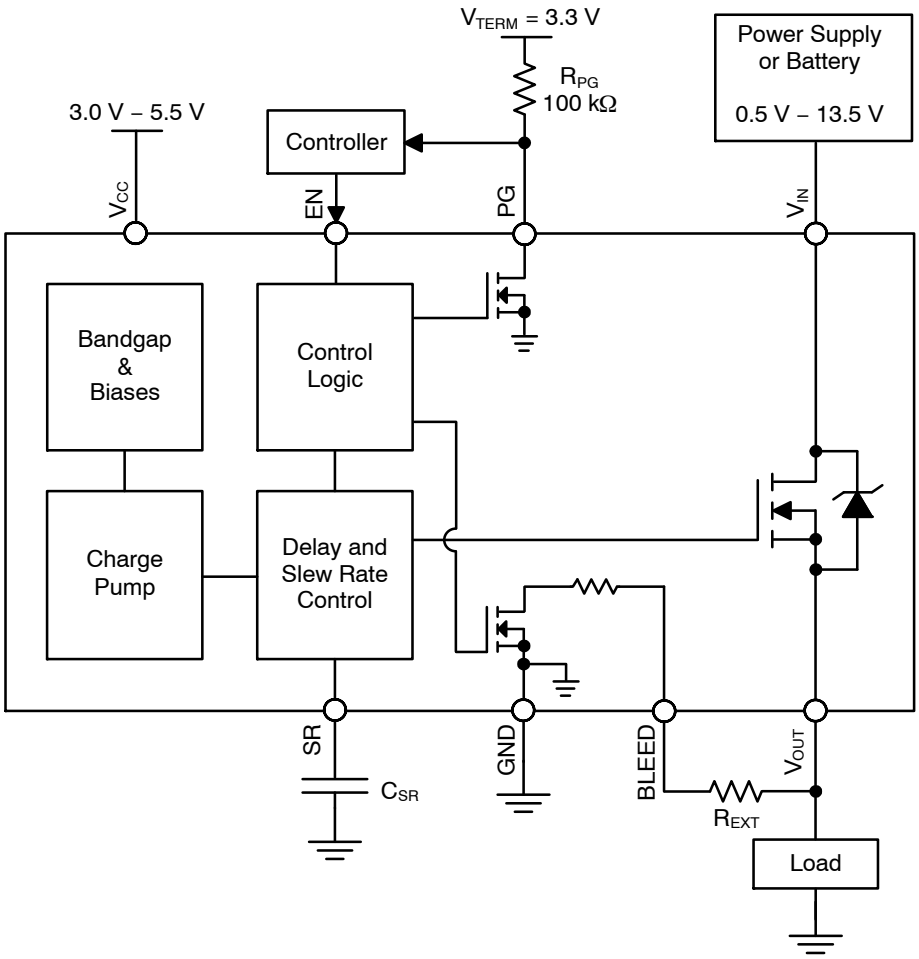
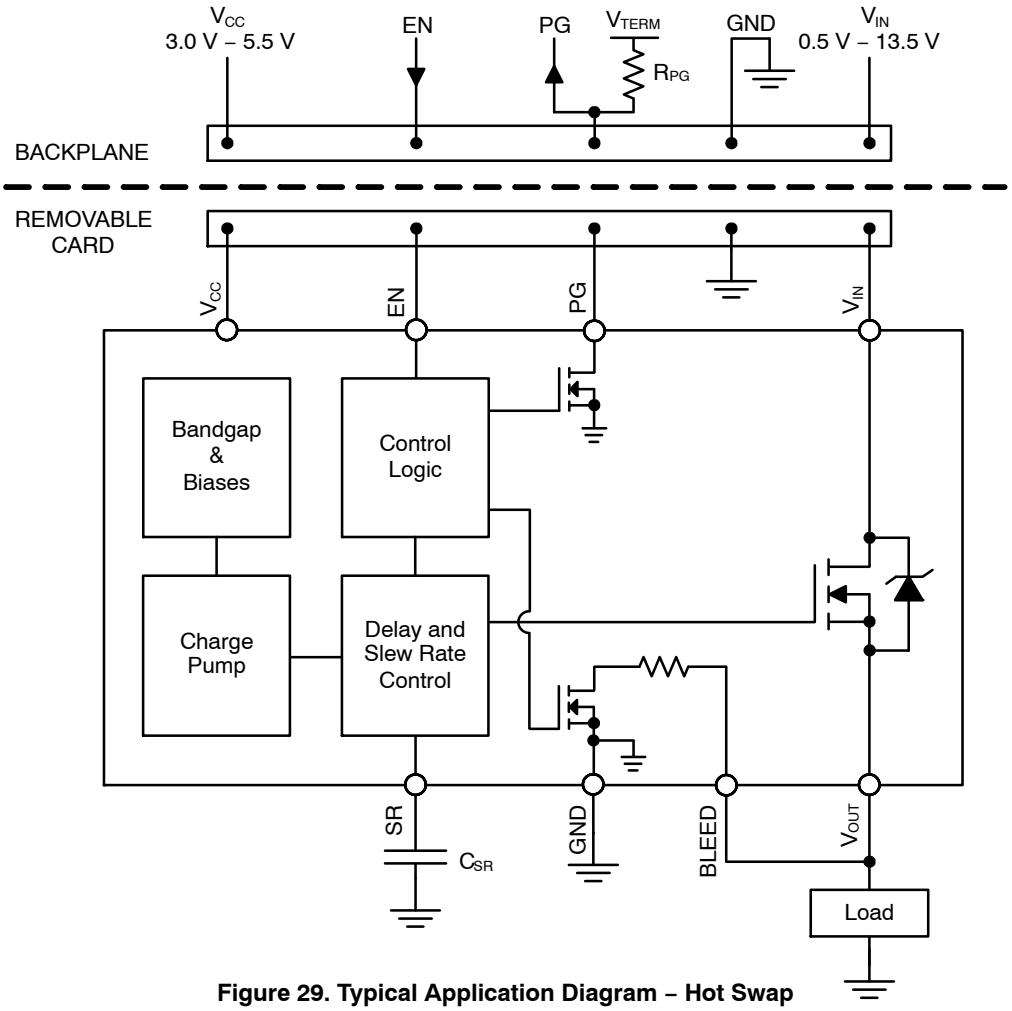

Figure 28. Typical Application Diagram – Load Switch
Figure 29. Typical Application Diagram – Hot Swap
It is required that the BLEED pin be connected to V_{OUT} either directly (as shown in Figure 29) or through an external resistor, R_{EXT} (as shown in Figure 28). R_{EXT} should not exceed 100 MΩ and can be used to increase the total bleed resistance and decrease the load bleed rate.
The NCP45541 devices have a power good output (PG) that can be used to indicate when the gate of the MOSFET is fully charged. The PG pin is an active−high, open−drain output that requires an external pull up resistor, R_{PG}, greater than or equal to 1 kΩ to an external voltage source, V_{TERM}, compatible with input levels of other devices connected to this pin (as shown in Figures 28 and 29).
The slew rate can be decreased with an external capacitor added between the SR pin and ground (as shown in Figures 28 and 29). With an external capacitor present, the slew rate can be determined by the following equation: